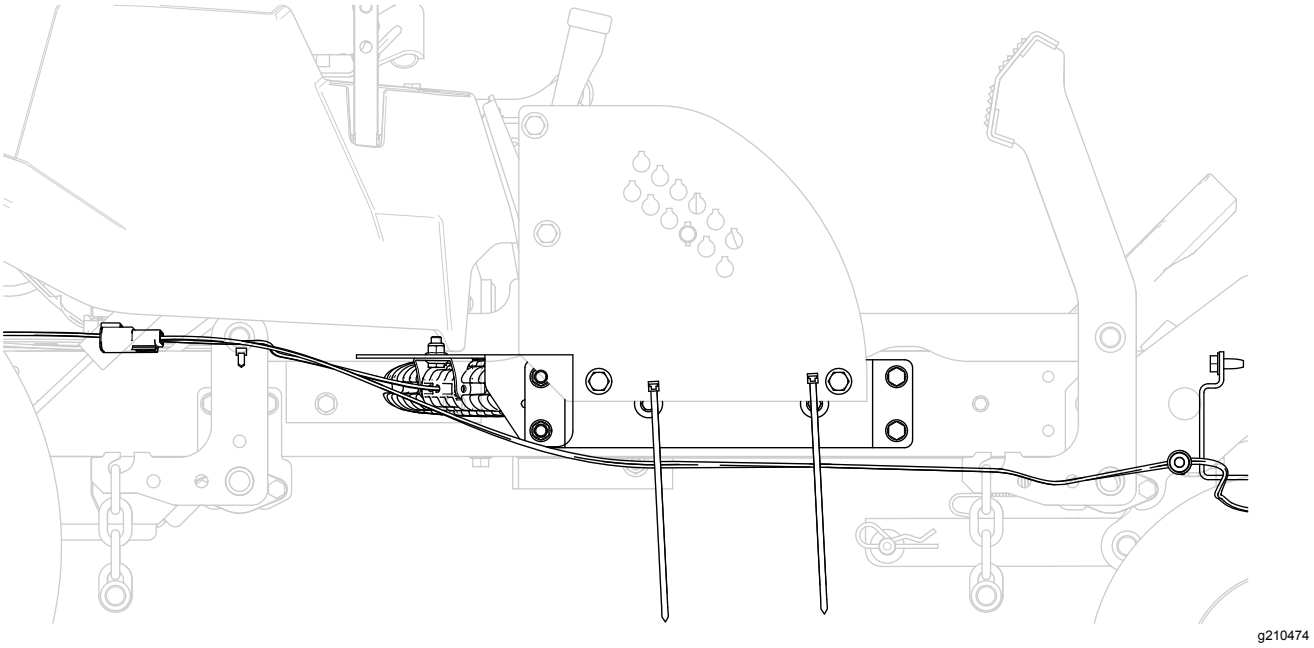

Figuur 12
7. Leid de kabelboom verder langs de rechterkant van de machine, en maak de kabelboom met 2 kabelbinders vast aan de hefplaat (Figuur 12).